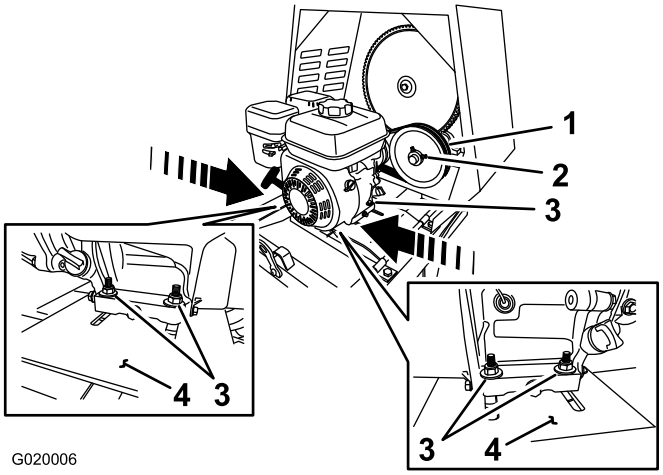

Figure 71
B. Desserrez les écrous et boulons qui fixent le moteur au plancher moteur (Figure 71).
- **Pour accroître l'entrefer – éloignez** le moteur de la poulie de tension (Figure 71).
- **Pour réduire l'entrefer – rapprochez** le moteur de la poulie de tension (Figure 71).